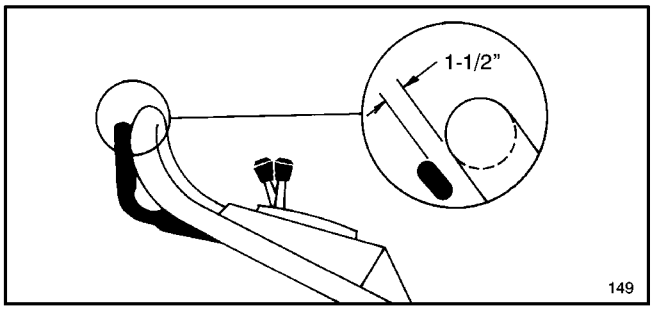

Abbildung 22
4. Den Antriebshebel anheben, bis leichter Widerstand spürbar ist. Der Antriebshebel sollte bei optimaler Justierung etwa 3,5 cm vom Griff entfernt sein (Abb. 22).